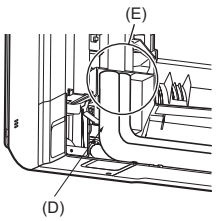

Fig. 3-10
6. Couvrir la partie évasée du raccord avec le cache-tuyaux du raccord en L (4) pour qu’il ne soit pas exposé. (Fig. 3-10)
8. Couvrir la partie évasée du raccord avec le cache-tuyaux du raccord en L (4) pour qu’il ne soit pas exposé. (Fig. 3-10)